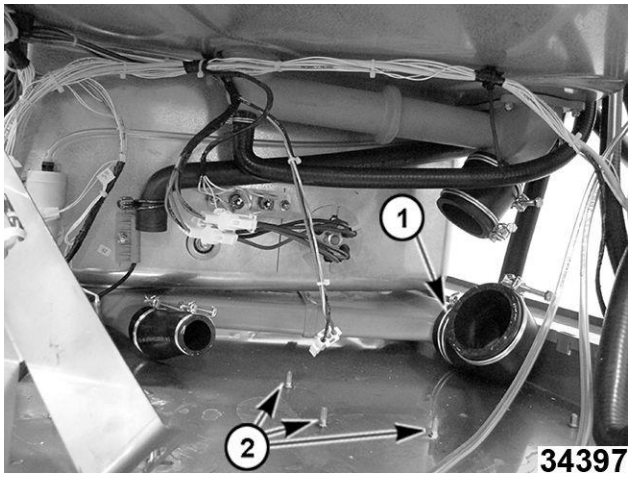

Fig. 137
1. Afloje la abrazadera de la manguera de entrada del tanque de lavado (1, Fig. 137) para permitir que la manguera se coloque correctamente y luego montarla en la bomba de lavado.
NOTA: Si no se retiró antes, quite las tres tuercas y arandelas de montaje de la bomba de lavado para facilitar el mantenimiento del soporte debajo de las arandelas y contratuercas. (2, Fig. 137)